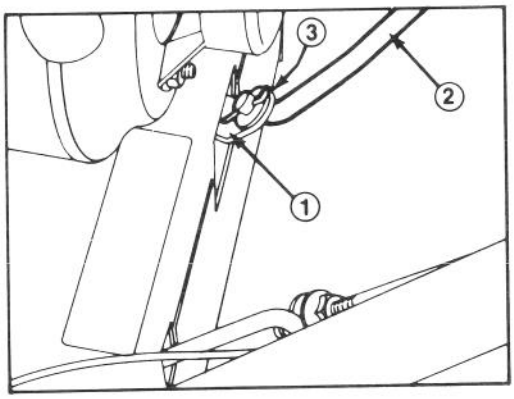

Abbildung 7
1. Geschwindigkeitsschalter völlig herausziehen (Abb. 7) und zur leichteren Montage den Schaltergriff auf dem Schild in die Rückwärtsposition (R) stellen.
2. Stange des Geschwindigkeitsschalters in den Arm montieren, eine Unterlegscheibe dazu geben und mit einem Splint befestigen (Abb. 7).